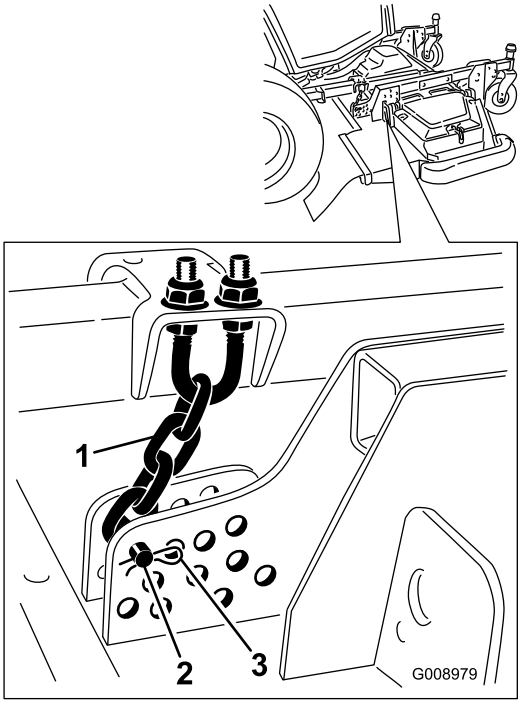

Figur 18
9. Fjern låseclipsen og gaffelbolten, som fastgør klippehøjdekæderne til plæneklipperskjoldets bageste del (Figur 18).